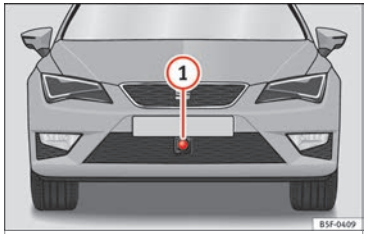

Fig. 203 En el paragolpes delantero: sensor de radar.
En el paragolpes delantero va montado un sensor de radar para captar la situación del tráfico ››› **fig. 203** (1). Este sensor permite detectar vehículos que circulen por delante a una distancia de hasta 120 m aproximadamente.